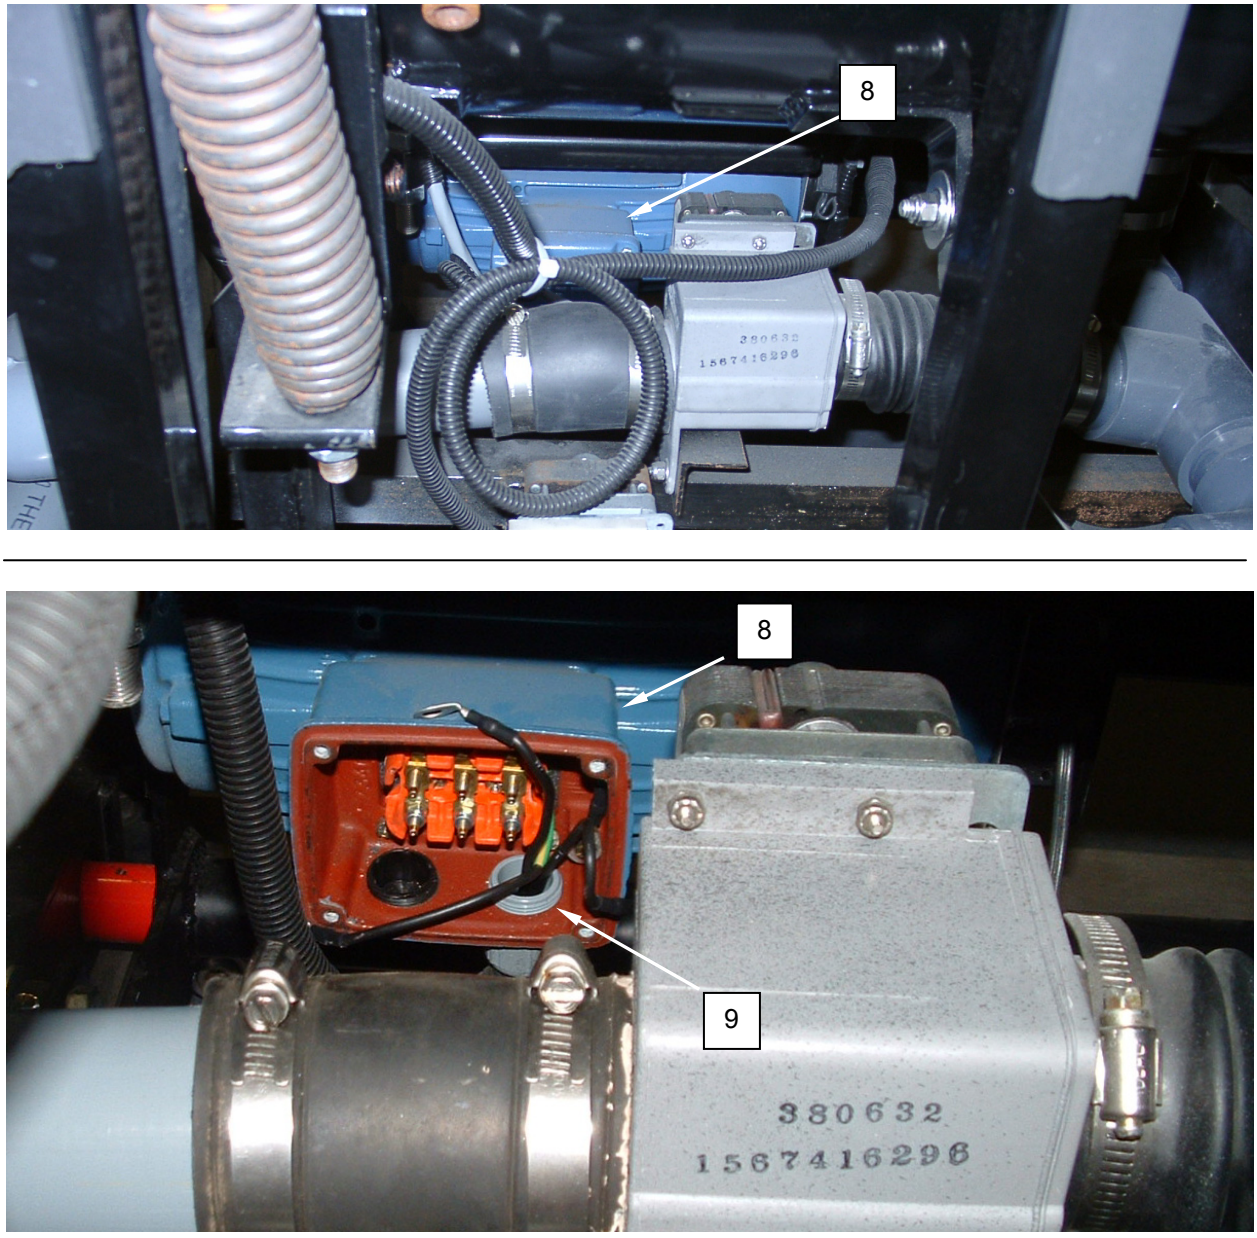

Figure 3. Replace the Washer Motor.
6. Remove the four screws retaining the junction box **(Figure 3, Item 8)** cover and remove cover.
8. Remove locknut retaining conduit **(Figure 3, Item 9)** to the junction box, and remove the conduit.